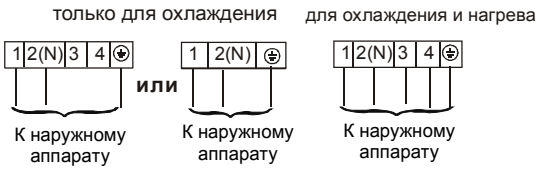

Рис.20
2. Снимите переднюю крышку в основании аппарата и переднюю крышку на раме, как показано на рис. 20. Затем отпустите винты и удалите крышку клеммной колодки.